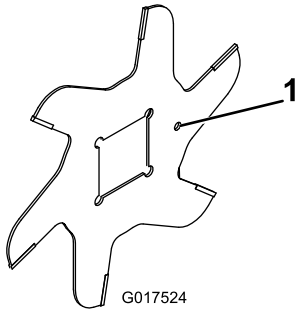

图12
1. 组装滚刀刀片 (图12)。
4. 顺时针安装下一个刀片，以使其定位参考孔 （图12） 不与靠近轴的一个平面的第一个刀片孔对齐。